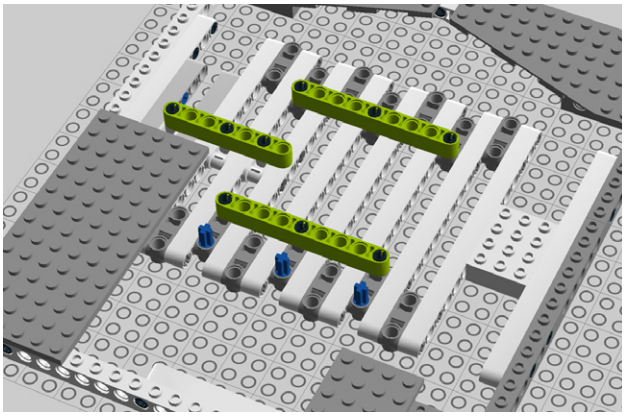

Figure 8-34. *Step 29: Adding two 9M beams and a 7M beam*
29. Reinforce the Keytar body with a pair of 9M beams and a 7M beam (Figure 8-34).